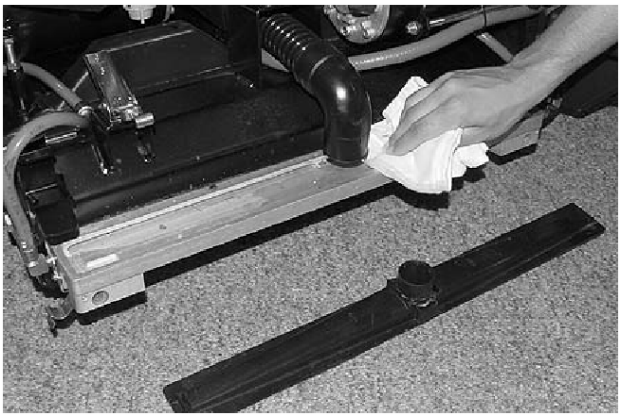

図32
3. 前後部のバキュームシューカバーを取り外し、ごみを取り除きます。（図32）